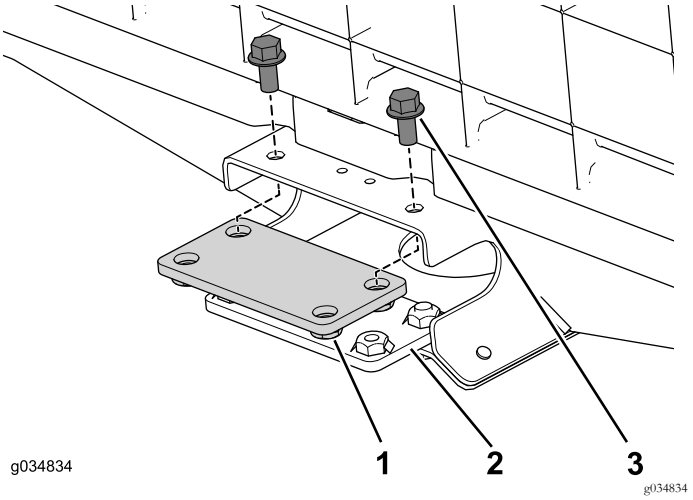

Figure 21
1. Servez-vous des 4 boulons à embase (3/8" x ¾") pour monter, sans les serrer, les plaques de raccordement supérieure et inférieure sur le profilé central de la section avant (Figure 21).